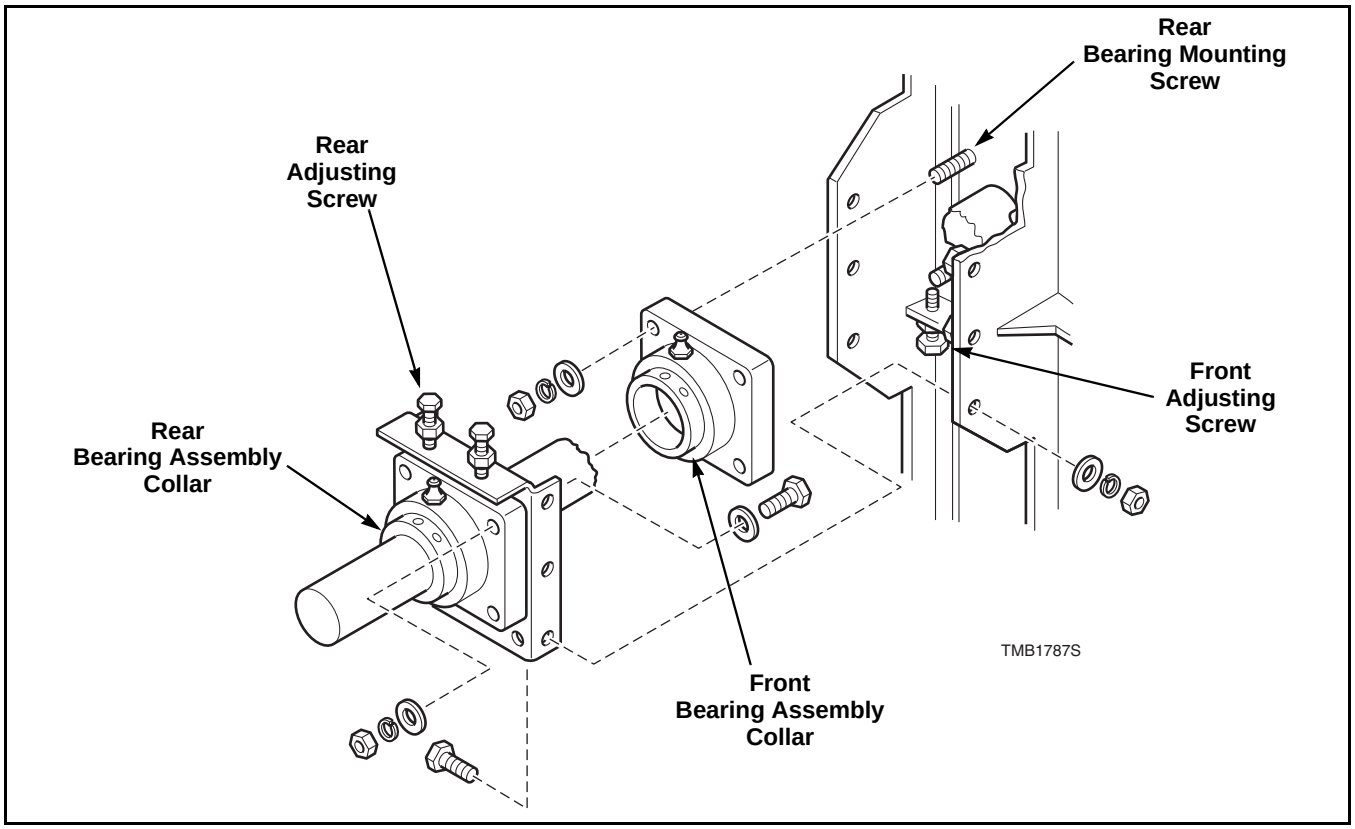

Figure 6
c. Loosen rear bearing mounting screws. Refer to *Figure 6*.
d. Loosen the locknuts on rear adjustment screws. Refer to *Figure 6*.
j. Loosen setscrews in the front bearing assembly collar and rear bearing assembly collar. Refer to *Figure 6*.